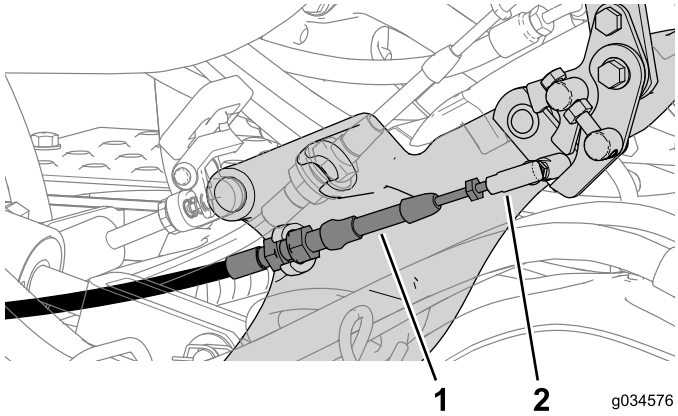

**Figura 6**
4. Desligue o cabo de bloqueio do ponto-morto do conector da junta esférica no conjunto da barra de tração (Figura 6).